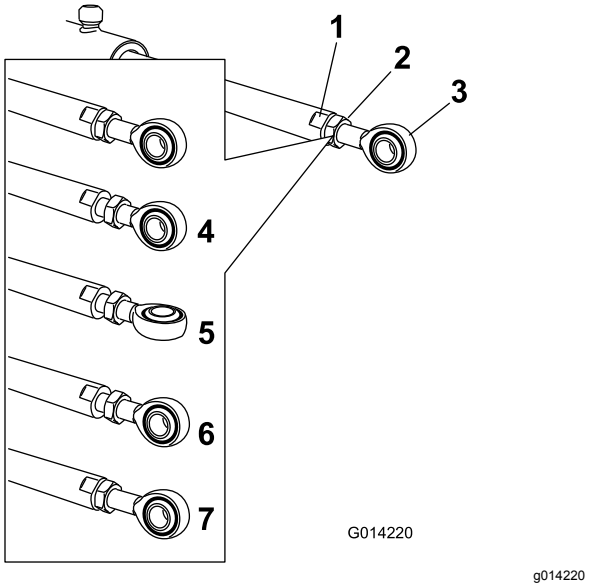

Figur 104
5. Använd en skiftnyckel på manövreringsstångens platta sidor för att hålla fast den och lossa sedan kontramuttern så att du kan reglera öglestången (Figur 104).
6. Vrid öglestången i manövreringsstången för att förkorta eller förlänga det utökade manövreringsorganet till önskat läge (Figur 104).